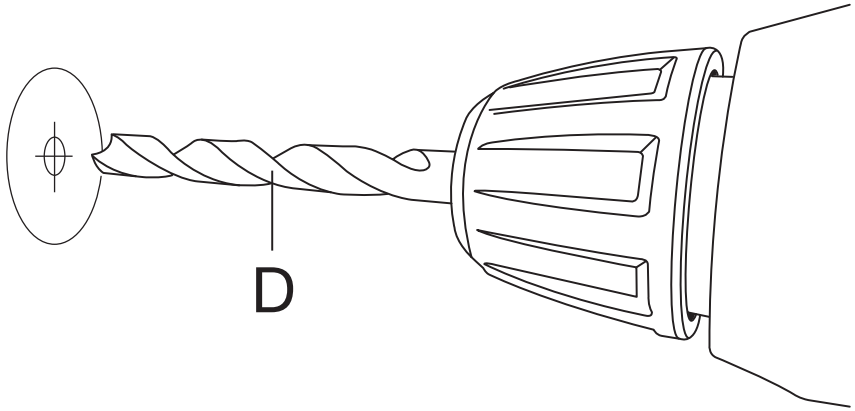

Figure 2
2. Drill pilot hole: refer to Figure 2: use the supplied Ø10.2mm drill bit (D) to drill through the centre of the marked location position. Wear eye protection when drilling.